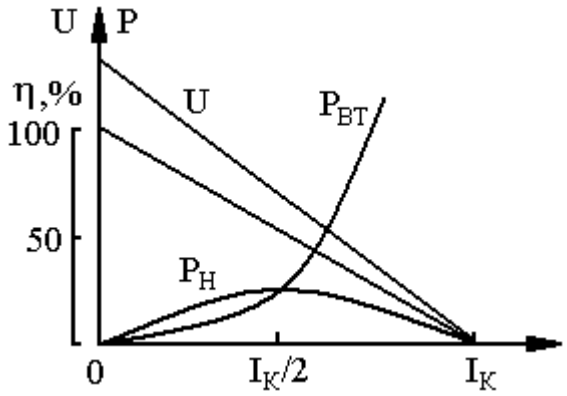

Рис.3. Зависимость напряжения, мощности и КПД простейшей цепи от нагрузки
существенной роли. В сильноточных цепях $R_H >> R_{BT}$, а КПД близок к единице. Зависимости U(I); $P_H(I)$; $P_{BT}(I)$; η(I) приведены на рис.3.
На рис.3 ток I_K – ток короткого замыкания, когда сопротивление нагрузки равно нулю.